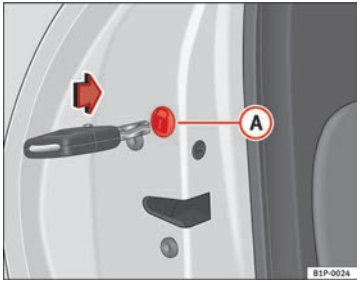

**Fig. 60 Locking the doors manually**
Open the door and remove the cap (A) ⇒ Fig. 60 printed with a lock image. This will expose a circular element with a groove in the centre. Insert the key into the groove and rotate the element clockwise for the right hand side doors and anticlockwise for the left hand side doors.